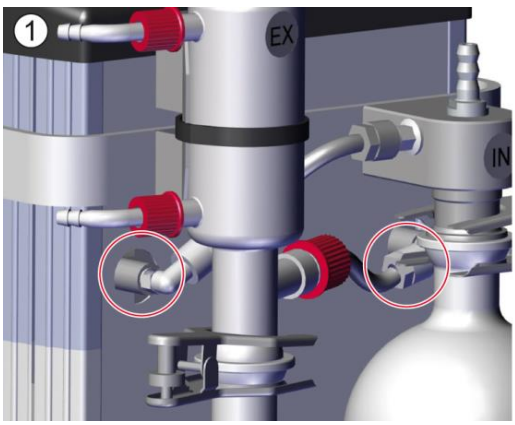

Abb. 8.1 – Glasapparaturen mit pneum. Anschluss Saugseite und Druckseite (vorne)
1. Lösen pneum. Verbindungen Saug- und Druckseite (Abb. 8.1).